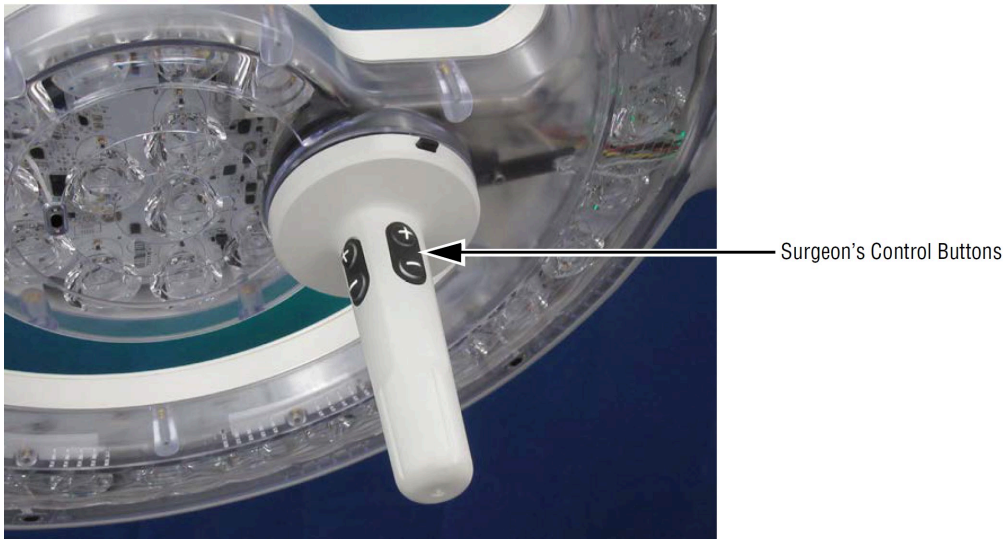

Figure 6-11. Lighthead Surgeon's Control Buttons
1. Grasp handle of appropriate lighthead. Each handle has four pairs of membrane buttons located toward the top of the handle. See *Figure 6-11*.